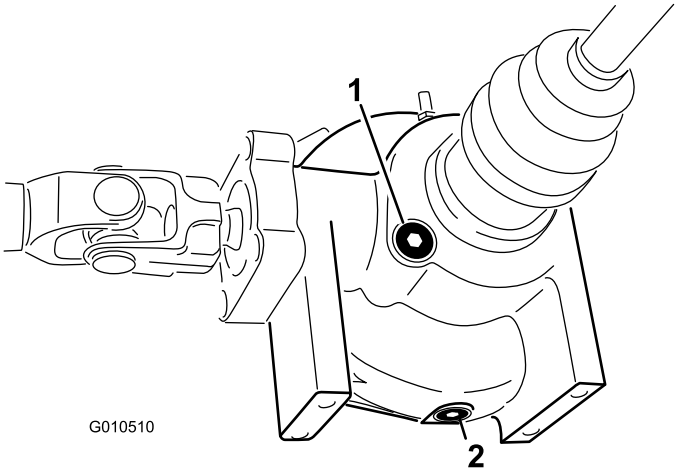

**Figur 50**
2. Rengør området rundt om aftapningsproppen på siden af differentialet (Figur 50). Anbring en dræningsbakke under aftapningsproppen.